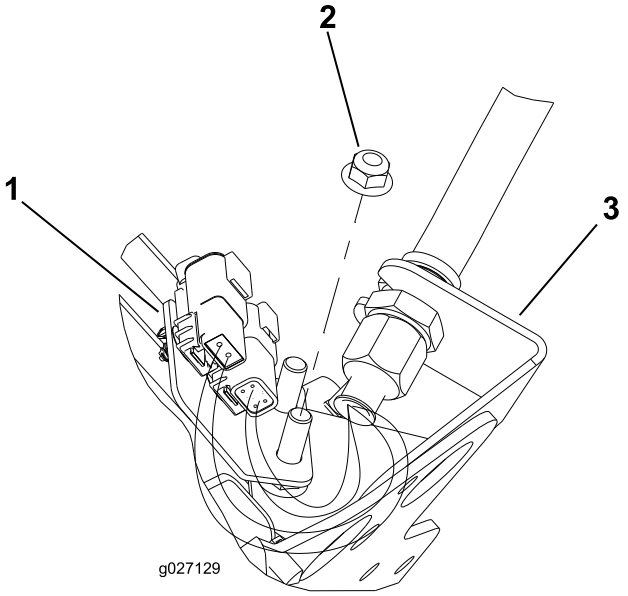
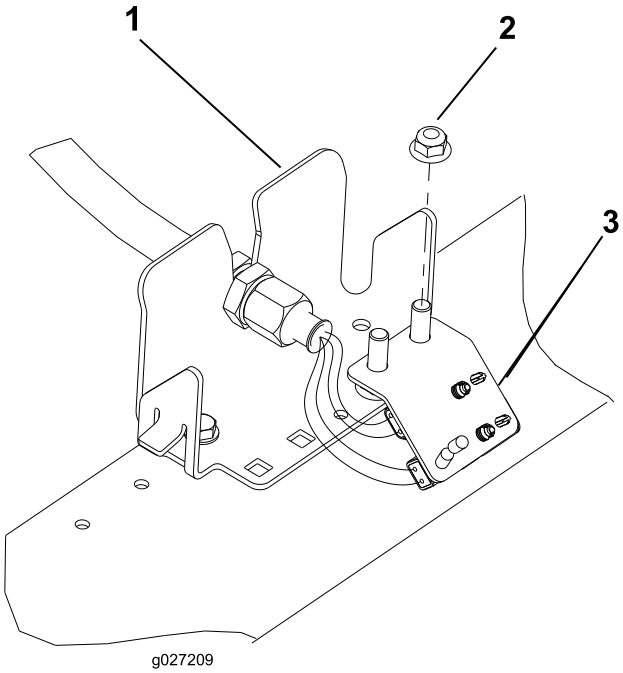

Figur 13
Figur 16
6. Upprepa proceduren på de kvarvarande (4) platserna på motorväggen i enlighet med Figur 13 till Figur 16.